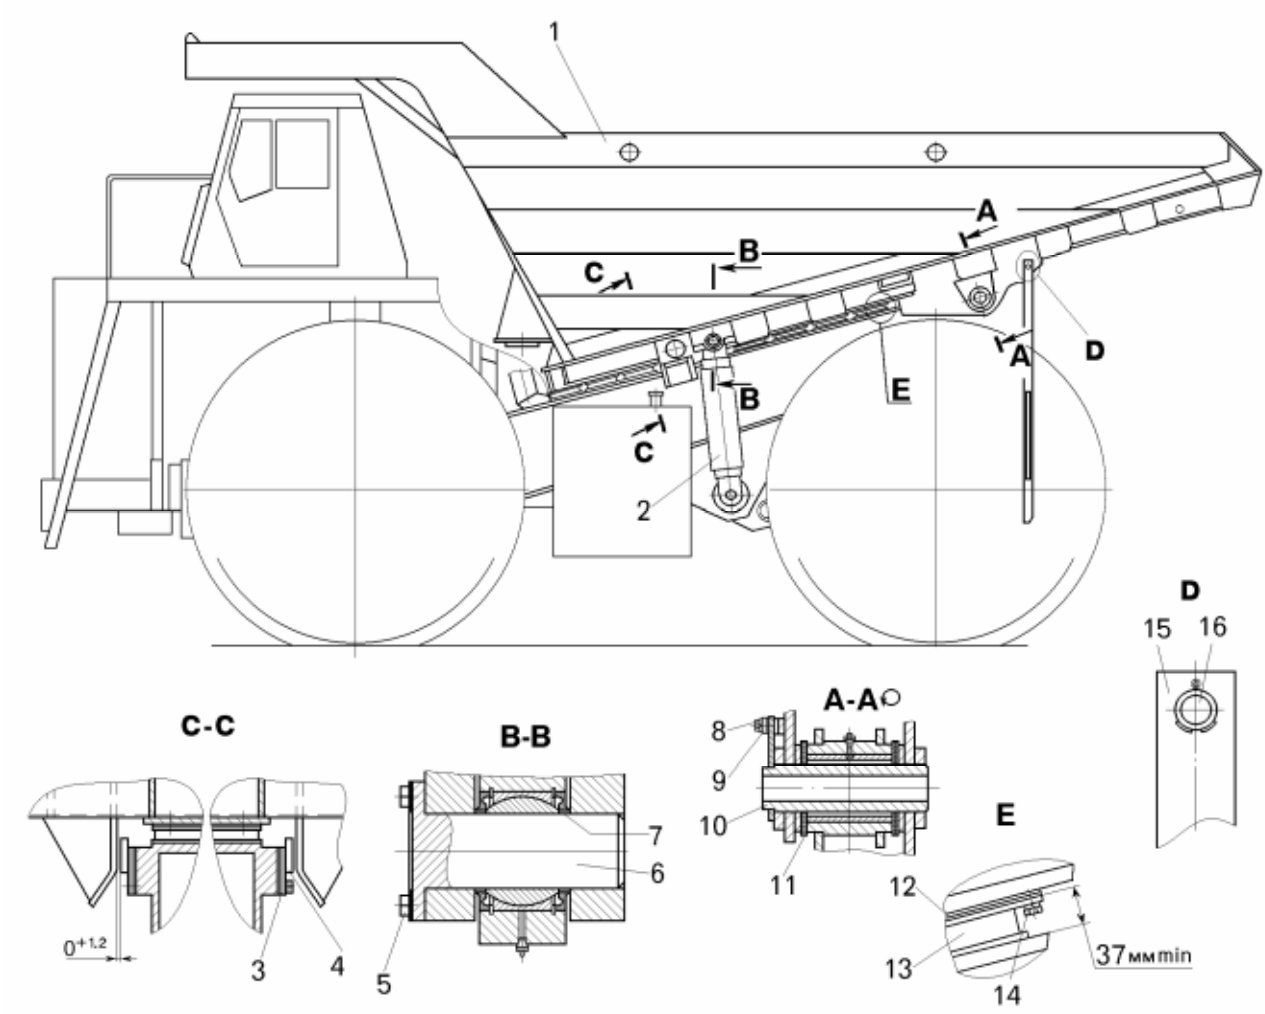

Рисунок 13.14 – Снятие–установка платформы:
– отсоединить цилиндры опрокидывающего механизма от платформы, для чего необходимо вывернуть болты 5 с защитными шайбами (рисунок 13.14), извлечь распорные втулки 7 и выбить пальцы 6.
– перед установкой платформы на самосвал смазать пальцы 10 (смотри рисунок 13.14) смазкой Литол-24;
– установить с наружных сторон пальцы 10 (смотри рисунок 13.14). Между опорами и бобышками кронштейнов платформы предварительно установить регулировочные шайбы 11, чтобы устранить осевые зазоры в шарнирах. Зазоры должны быть не более 2 мм. Зазор определяется в зоне наименьшего расстояния между поверхностями.